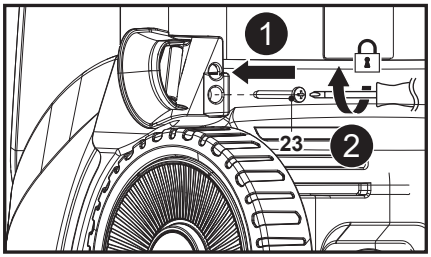

Fig. 2
Aliniază gaura de montare de pe ghidajul pentru furtun (7) cu baza de pe aparat, apoi folosește o șurubelniță cu cap în cruce adecvată (nefurnizată) pentru a strânge conexiunea cu șurubul (ST4,8 x 16 cu cap șurub mare) (23) (fig. 2, pașii 1, 2).